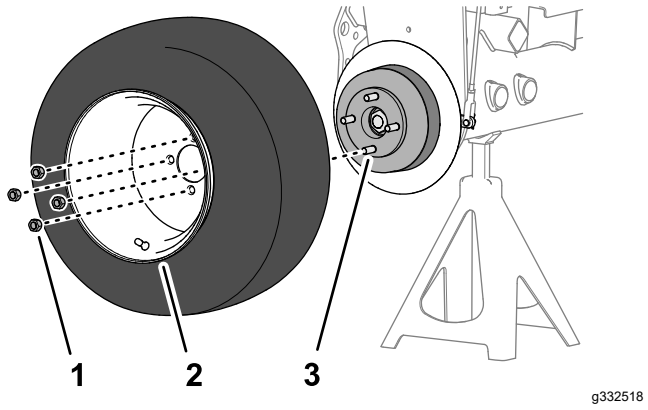

**Figur 76**
1. Monter hjulet på navet med de 4 hjullåsemøtrikker (Figur 76), og tilspænd hjullåsemøtrikkerne med håndkraft.